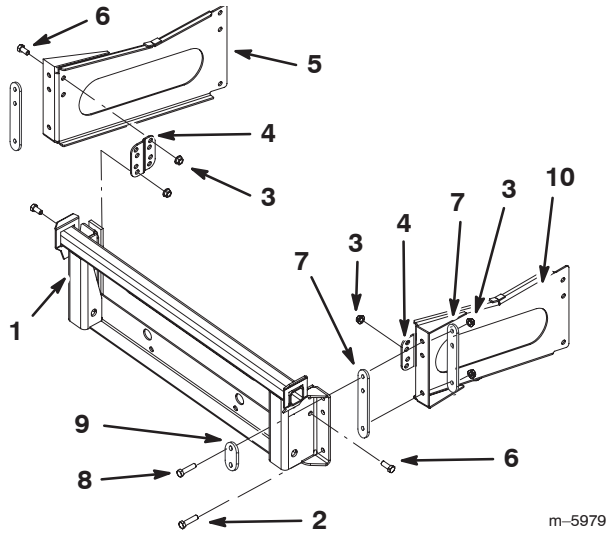

Figure 6
Important When installing the bagger onto a liquid cooled machine, the rear bumper plate must be removed. Use 4 long frame spacers for this installation, 2 per each side (Fig. 6).
1. Install the side brackets to the bagger mounting bracket (Fig. 6).
2. In the top two holes, install 2 bolts (3/8 x 1–1/2 inch), 2 flange nuts (3/8 in.), 2 long frame spacers, and one short frame spacer (Fig. 6).
Note: Make sure the long frame spacers are installed as shown in Figure 6.
3. In the bottom hole, install a bolt (3/8 x 1–1/4 inch) and a flange nut (3/8 in.) (Fig. 6).
4. Install a bracket stiffener to the side bracket and bagger mounting bracket. Use 4 bolts (3/8 x 3/4 inch) and 4 flange nuts (3/8 in.) (Fig. 6).